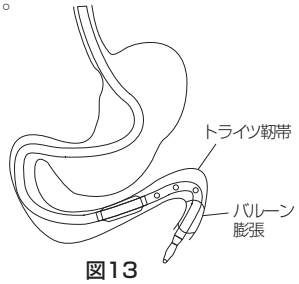

図13
14. 前バルーンを滅菌蒸留水により膨張させる。注入量は 30mL 以下とする（**図13**）。